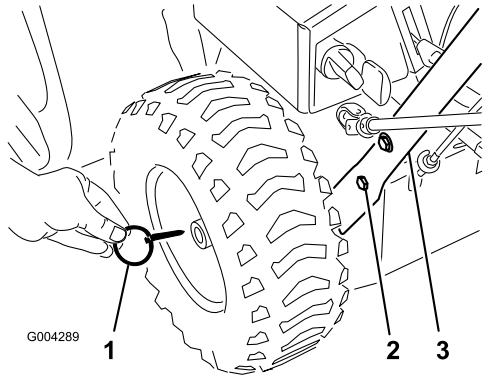

Figur 3
2. Ta bort låssprintarna från båda hjulen och skjut hjulen ca 2,5 cm utåt på axeln (Figur 3).
5. Passa in hålen på handtagsenhetens vänstra sida med hålen i den vänstra sidoplattan, fäst handtaget med två sexkantskruvar och Belleville-brickor och dra åt dem med fingrarna (Figur 3).